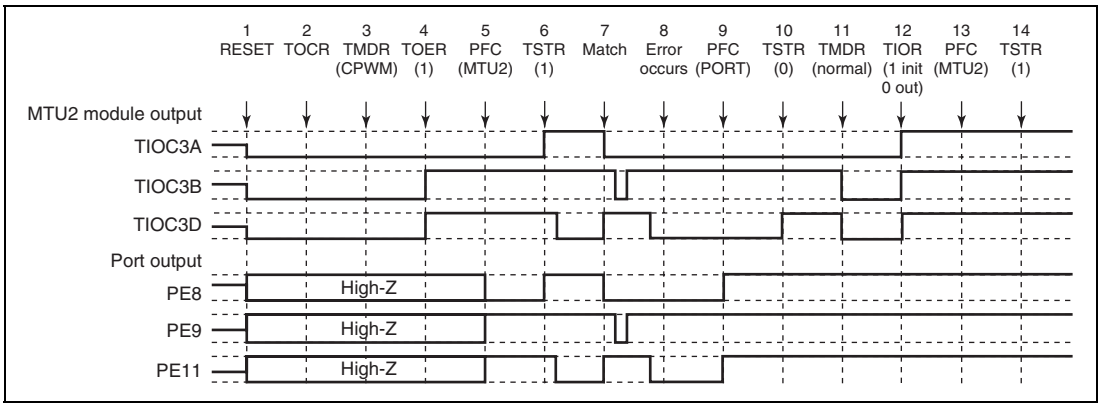

**Figure 10.158 Error Occurrence in Complementary PWM Mode, Recovery in Normal Mode**
**Operation when Error Occurs during Complementary PWM Mode Operation, and Operation is Restarted in Normal Mode:** Figure 10.158 shows an explanatory diagram of the case where an error occurs in complementary PWM mode and operation is restarted in normal mode after re-setting.
1 to 10 are the same as in figure 10.158.